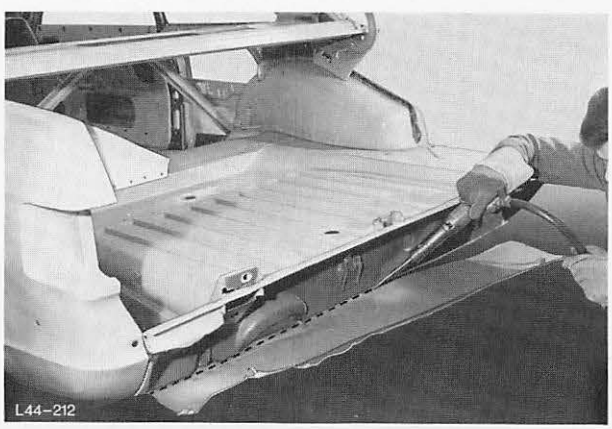

Abb. 227 Schürze austrennen
10. Schürze austrennen, Abb. 227.